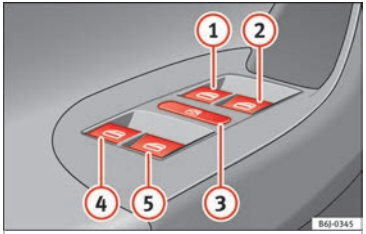

Fig. 124 Detail of the driver door: controls for the front and rear windows (5-door vehicles with front and rear electric windows).
Buttons **»» Fig. 124** ①, ②, ④ and ⑤ have two positions for opening windows and two for closing them. This makes it easier to open and close windows to the desired position.